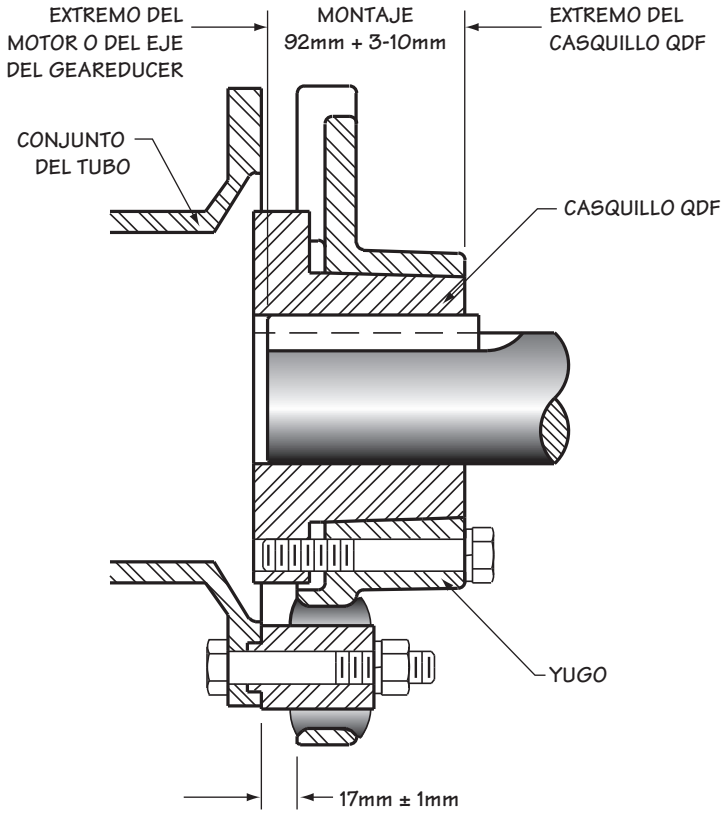

Figura 2
- Comience la instalación por el extremo del Geareducer deslizando el yugo completamente por el eje de entrada. Inserte la cuña en el medio del cuñero y deslice el casquillo QDF por el eje hasta obtener una inserción de 92 mm, consulte la Figura 2. Apriete el tornillo empotrado de la cuña.
- Verifique el acoplamiento del casquillo del motor con el eje del motor. Si el casquillo QDF se extiende más allá del extremo del eje, afloje los tornillos de cabeza hexagonal del casquillo del motor y deslice el motor hacia adentro hasta que la brida del casquillo QDF esté dentro de la tolerancia o ajuste la posición de todo el conjunto del eje motriz para obtener el mismo acoplamiento en ambos extremos. Consulte la Figura 2.
Antes de proceder elimine cualquier desalineación de gran magnitud. Se puede hacer una verificación preliminar de la alineación realizando una alineación entre las bridas del eje motriz y del yugo. La distancia debe ser aproximadamente de 18 mm medida en cuatro puntos, consulte la Figura 2. El ajuste final debe arrojar una distancia entre puntos adyacentes de las bridas del conjunto del tubo y del acoplamiento de cada extremo que no puede ser mayor de 0,13 mm en una vuelta completa. Está disponible un **"Juego de indicador para la alineación del eje motriz"** de Marley, que puede comprarse.
- Apriete todos los pernos de montaje del motor y del Geareducer; verifique de nuevo. Mantenga una holgura entre la cada de la brida y la cara del yugo como se muestra en la Figura 2. Retire el indicador de carátula.
- Mida la distancia desde el escalón del inserto de metal del casquillo flexible hasta la cara del anillo mecanizado del yugo. Esta longitud debe ser de 17 mm ± 1 mm como se muestra en la Figura 2.